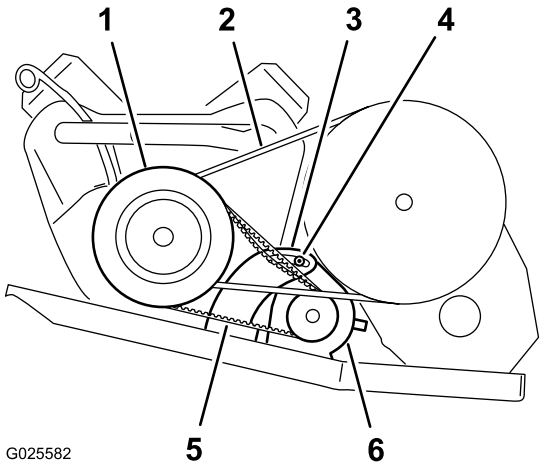

Figuur 64
2. Draai de ankerbout van de dynamo van de starter los (Figuur 64).
4. Duw de rolkoevoet naar beneden om de starter omlaag in de gleuf te draaien tot de riem niet meer dan 6 mm doorbuigt als u een kracht van 44 N uitoefent (Figuur 64).
5. Draai de ankerbout van de starter handmatig vast en verwijder de rolkoevoet (Figuur 64).